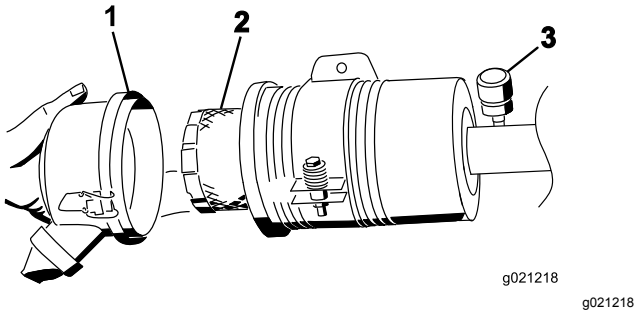

Figuur 84
5. Verwijder en vervang het filter (Figuur 84).